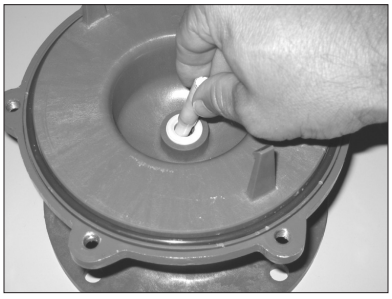

Figure 20
11. Remove the impeller shaft (item 10) from the barrier (item 11) and check for signs of cracking, chipping, scoring or wear. See figure 20.